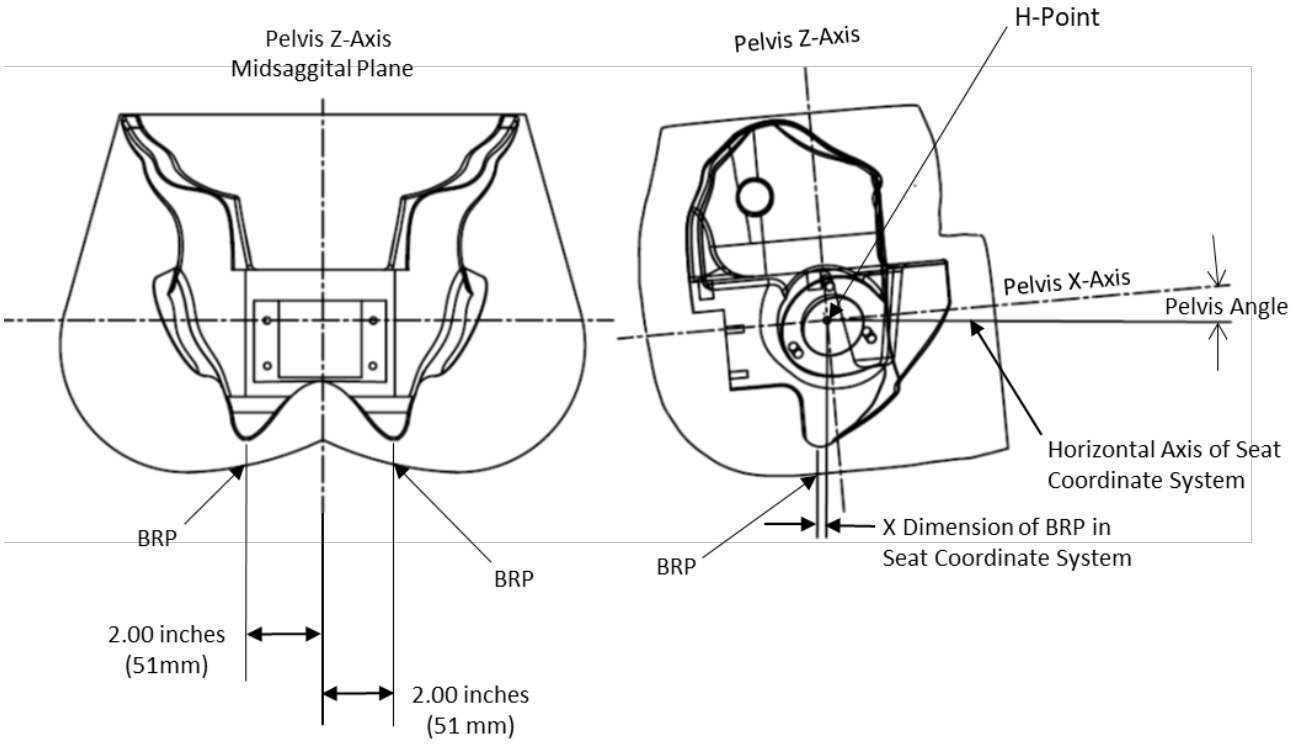

Figure 3 - Location of BRPs
For the Hybrid II and FAA Hybrid III ATD, these points are located 2 inches (51 mm) either side of the ATD midsaggital plane. Their fore/aft location (X) is a function of the H-Point location and the "pelvis angle." See Figure 3. Their location relative to the H-Point can be calculated using the following equation: